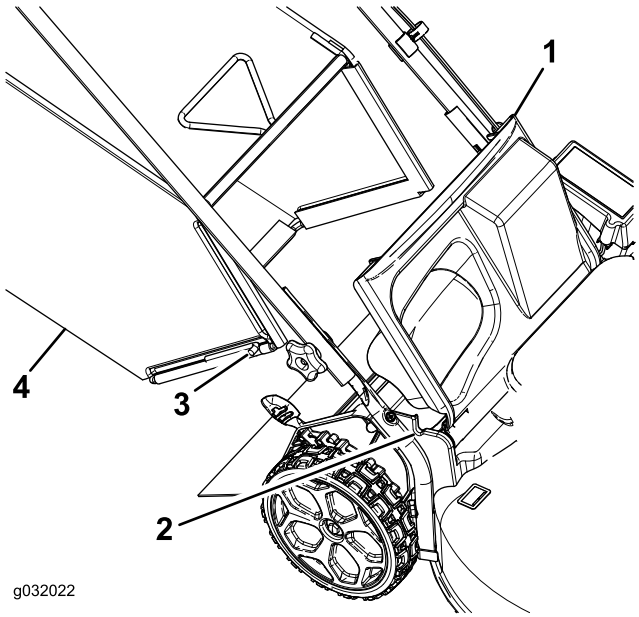

Rysunek 20
1. Unieś tylny deflektor (Rysunek 20).
2. Wsuń końcówki pręta worka na trawę w wycięcia we wsporniku uchwytu (Rysunek 20).